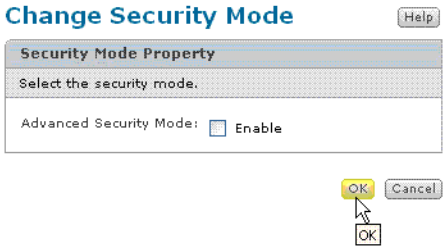

Figure 3-6: Change Security Mode dialog box
5. Click **Change Security Mode**. The Change Security Mode screen displays as shown in Figure 3-6.